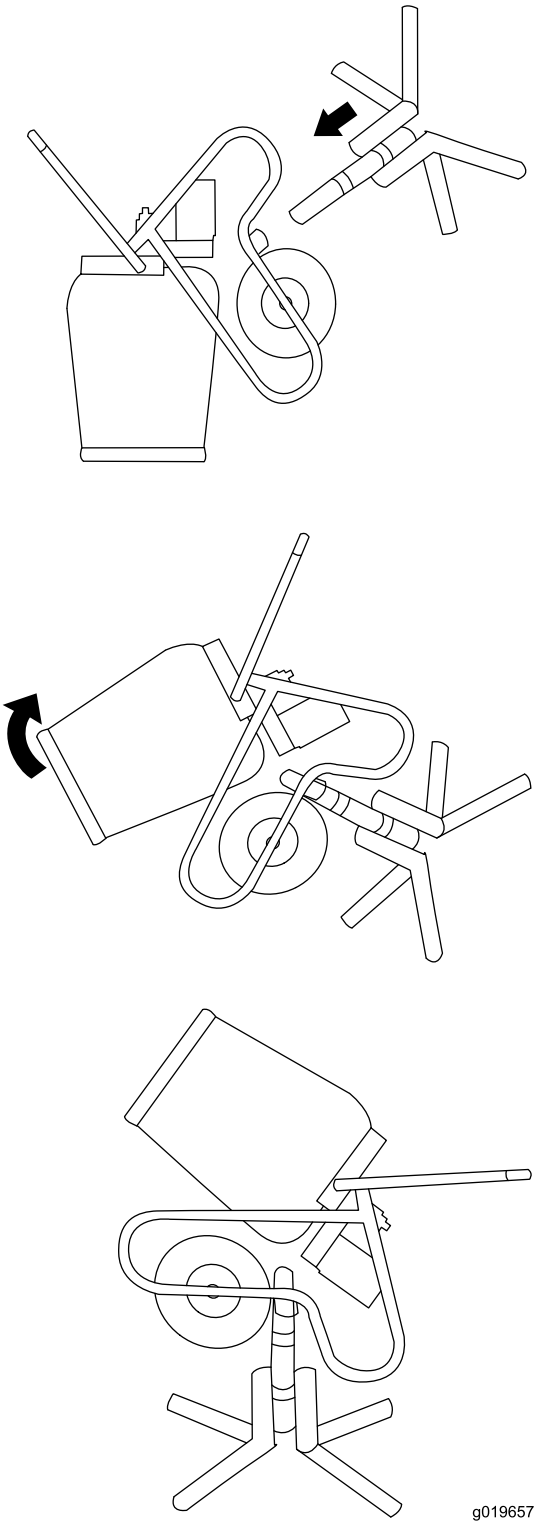

Figure 15
3. Insert the pedestal stand assembly through the pivot mount (Figure 15).
4. Move to the front of the machine and begin tilting it upright onto the stand (Figure 15).